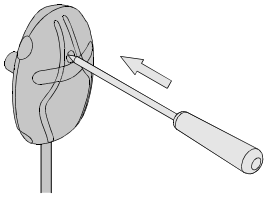

Bild 9. Återställning av överhettningsskyddet
- Givareboxen innehåller en temperaturgivare och ett överhettningsskydd. Om temperaturen i givarens omgivning stiger för högt, löser överhettningsskyddet ut strömmen till aggregatet. Återställning av överhettningsskyddet visas i bild (>> Bild 9. Återställning av överhettningsskyddet).